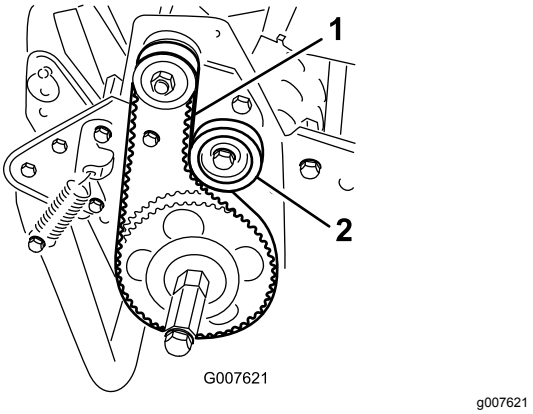

Rysunek 44
2. Sprawdź napięcie, naciskając pas w połowie rozpiętości między kołami (Rysunek 44) z siłą od 18 do 22 N.
A. Poluzuj nakrętkę mocującą koło pasowe luźne i obróć je w kierunku zgodnym z kierunkiem ruchu wskazówek zegara w stronę tylnej części paska aż do uzyskania wymaganego napięcia paska (Rysunek 44).